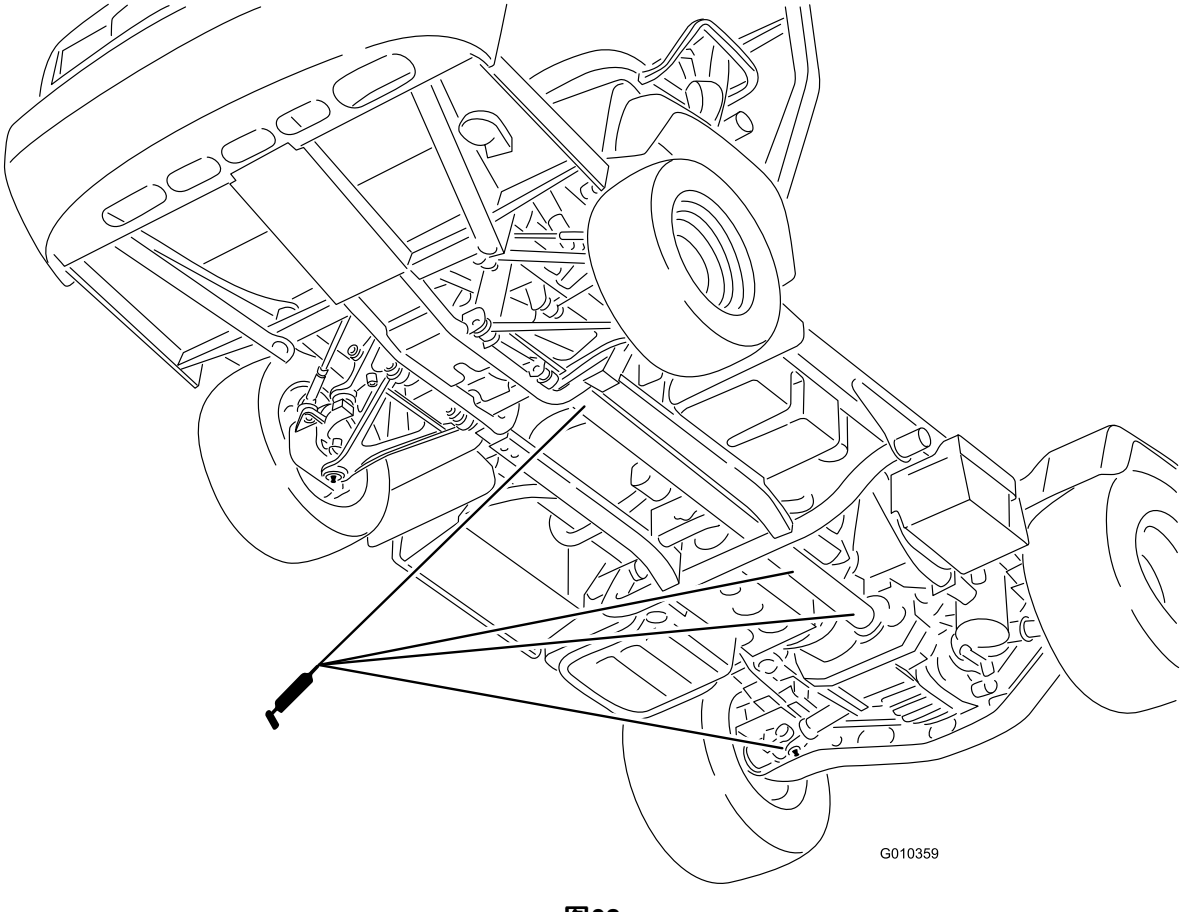

图32
- **万向节18 个**请参阅图32
- **4 轮驱动轴3 个**请参阅图32